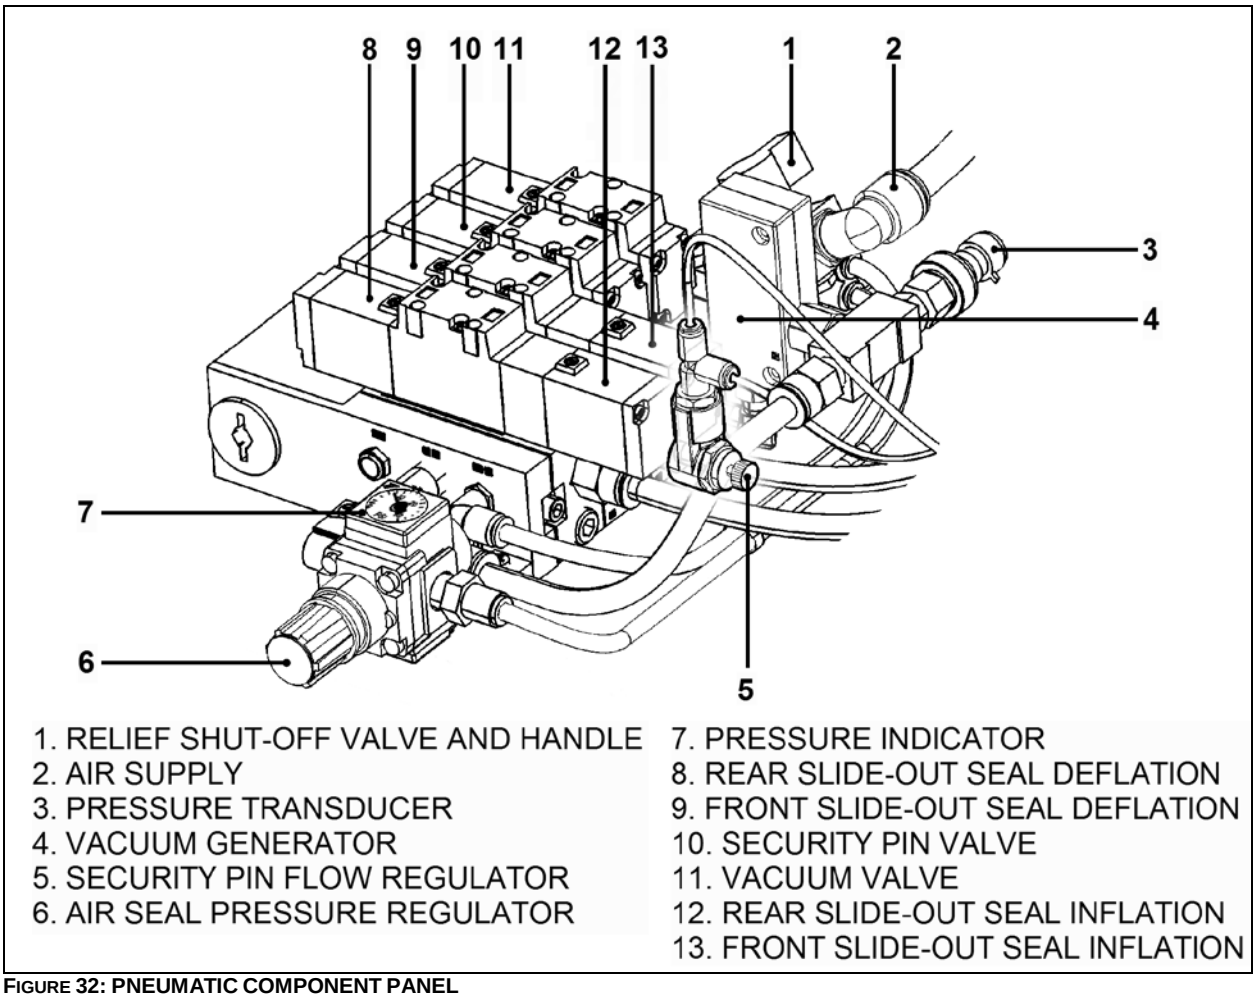

**FIGURE 32: PNEUMATIC COMPONENT PANEL**
The supply line for the pneumatic component panel (Item 2, Figure 32) is connected to the air
Make sure the inflatable seal is deflated when manually moving the slide-out during service maintenance. Deflate inflatable seals completely by turning the relief shut-off valve handle clockwise (see Figure 32).
1. Fully deflate the air seal by turning the shut-off valve clockwise (Item 1, Figure 32). Make sure the pressure indicator is at "0 psi".